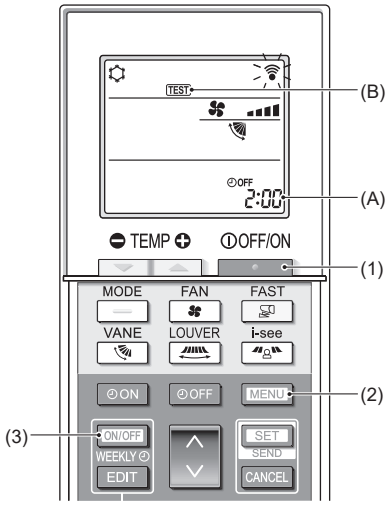

Fig. 7-5
7.2.2. Uso del comando a distanza senza filo (Fig. 7-5)